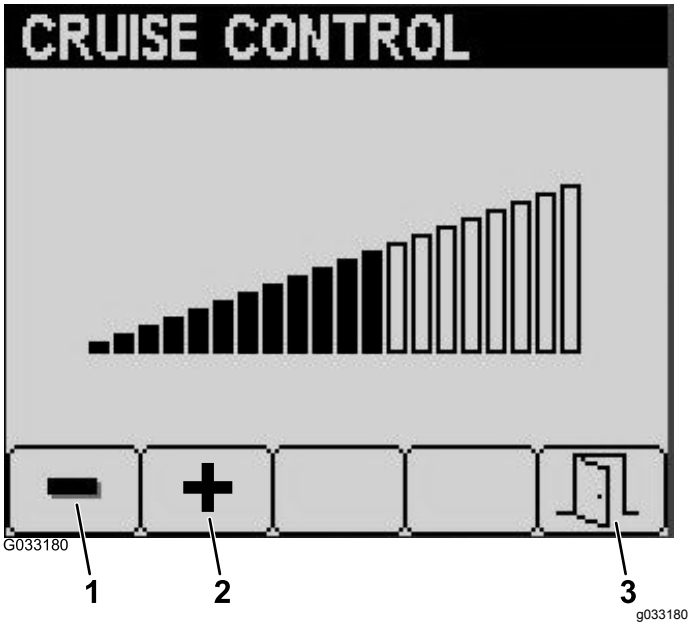

Figur 29
4. Fra skærmen Cruise Control (Fartpilot) skal du trykke på knap 1 for at mindske fartpilothastigheden eller knap 2 for at øge fartpilothastigheden (Figur 29).
5. Når du har indstillet den ønskede fartpilothastighed, skal du trykke på knap 5 for at afslutte (Figur 29).